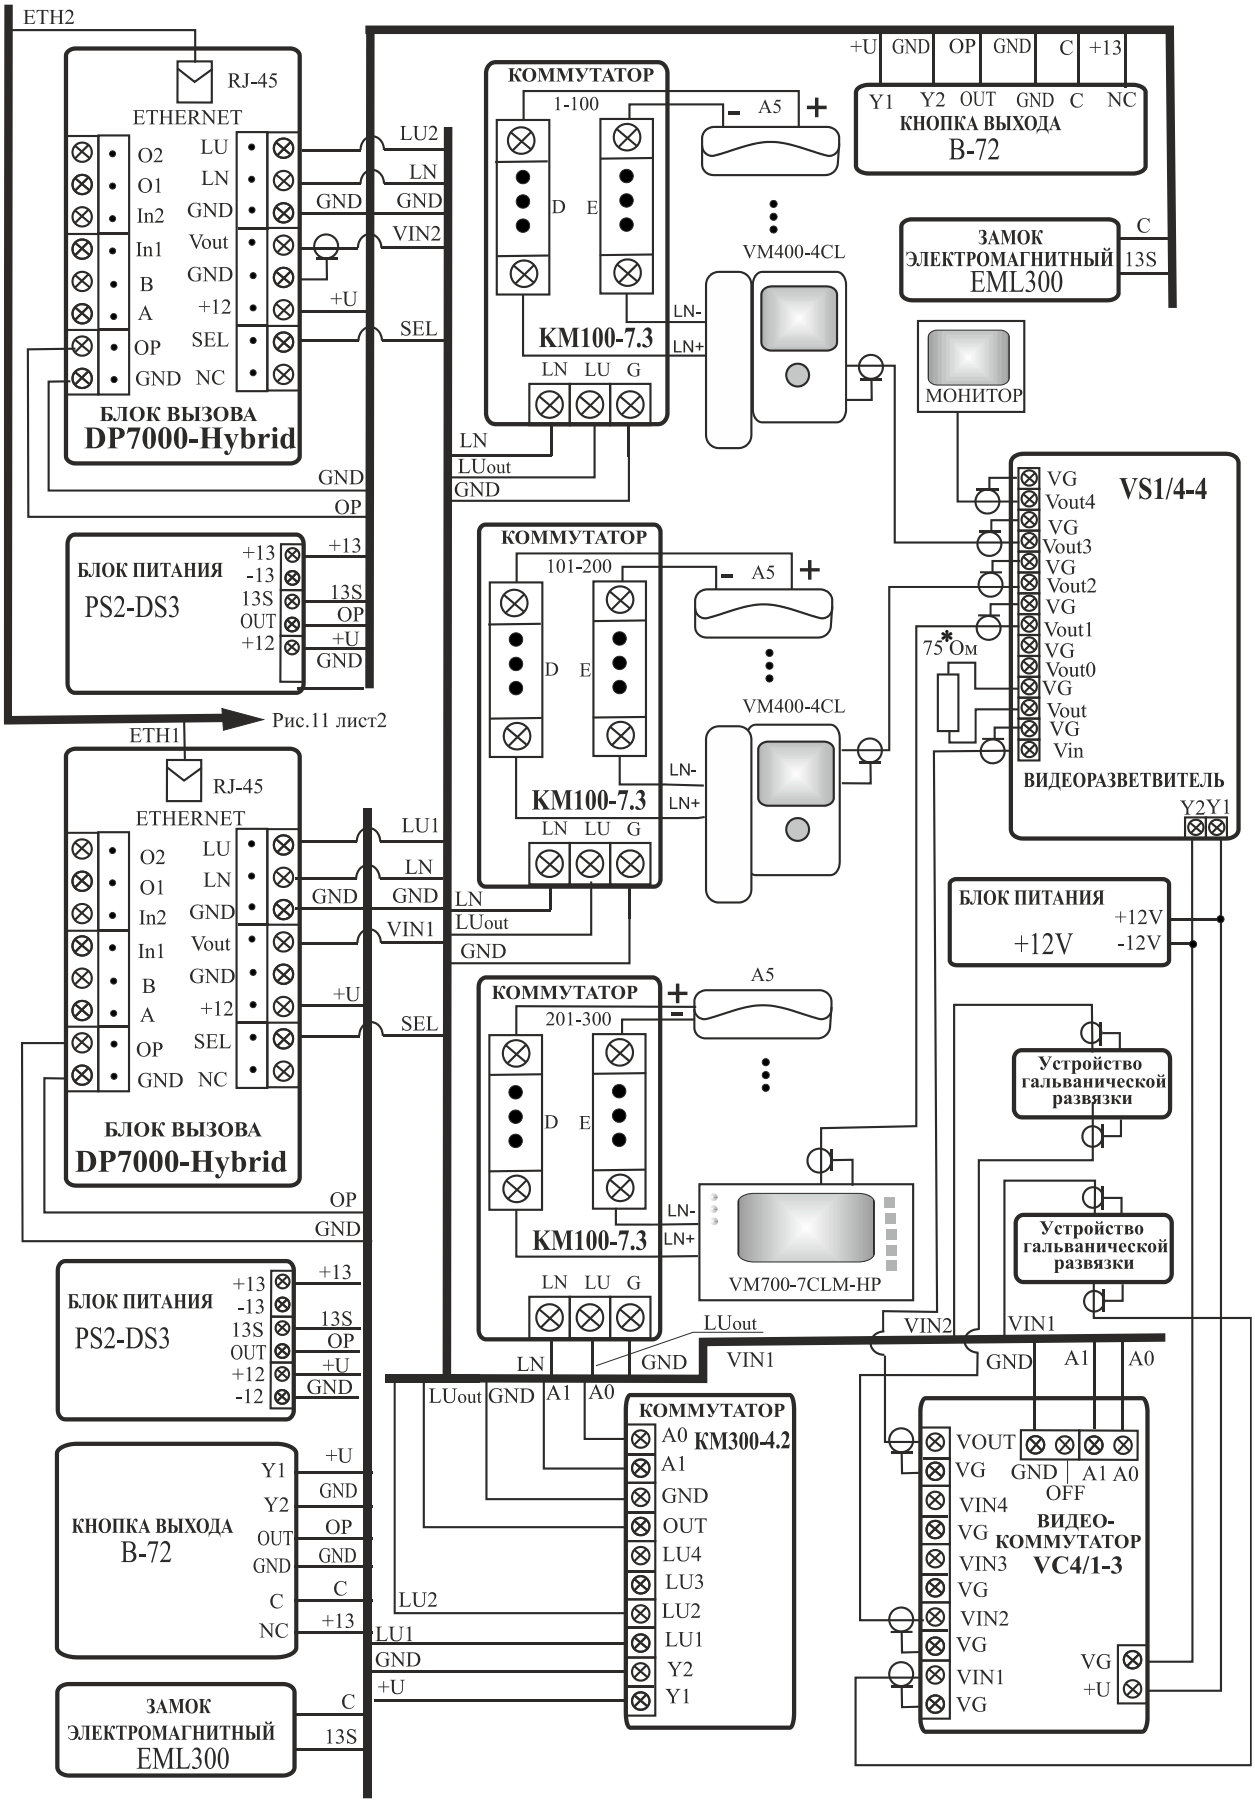

Рис.12 Подключение двух БВ с видео и УГР
- Рис.12 Подключение двух БВ с видео и УГР.